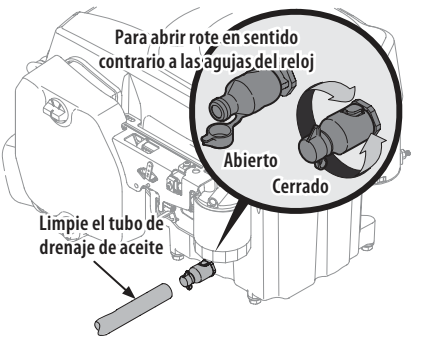

Fig. 35
4. Abra la tapita protectora del extremo de la válvula de drenaje para visualizar el orificio de drenaje (Fig. 35).